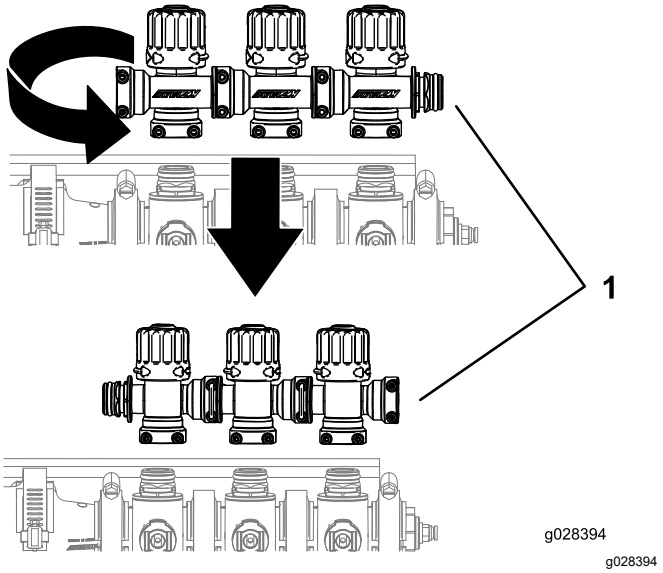

Figure 15
5. Rotate the boom bypass valve cluster 180 degrees as shown in Figure 15.